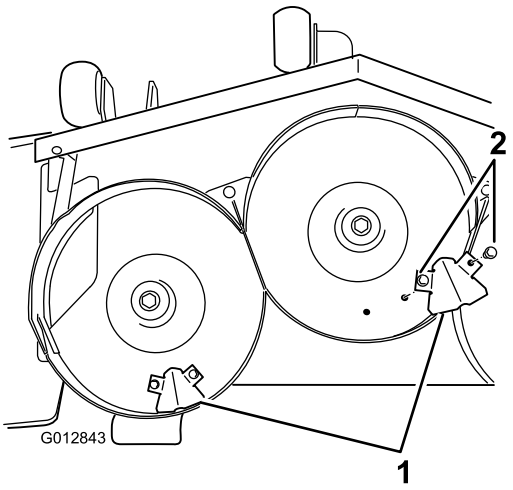

Figur 5
15. Finn støtteskjermen og fire flensskruer (5/16 x 3/4 tomme) blant de løse delene. Monter skjermene til undersiden av klippeenheten på stedene vist i Figur 5. Fest skjermene til klippeenheten med fire flensskruer (5/16 x 3/4 tomme).